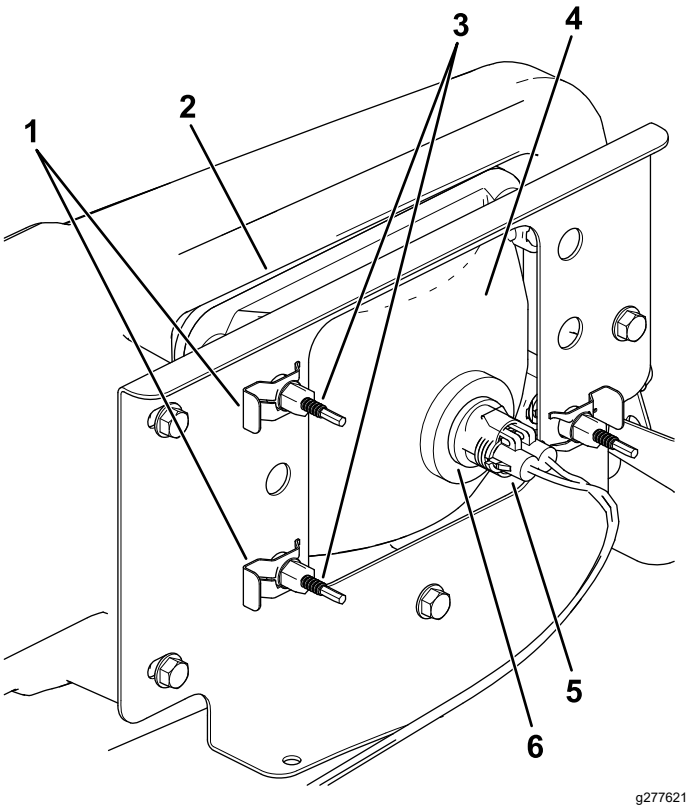

Figuur 42
3. Koppel de elektrische aansluiting voor de kabelboom los van de aansluiting van de lamp (Figuur 42).
4. Verwijder de snelklemmen waarmee de koplamp aan de koplampbeugel is bevestigd (Figuur 42).
5. Verwijder de koplamp door deze naar voren door de opening in de voorbumper te trekken (Figuur 42).
6. Monteer de nieuwe koplamp via de opening in de bumper (Figuur 42).
8. Koppel de elektrische aansluiting voor de kabelboom aan op de aansluiting van de lamp (Figuur 42).
5. Draai achteraan de koplamp de stelschroeven (Figuur 42) om de koplamp te draaien en de straal te richten.